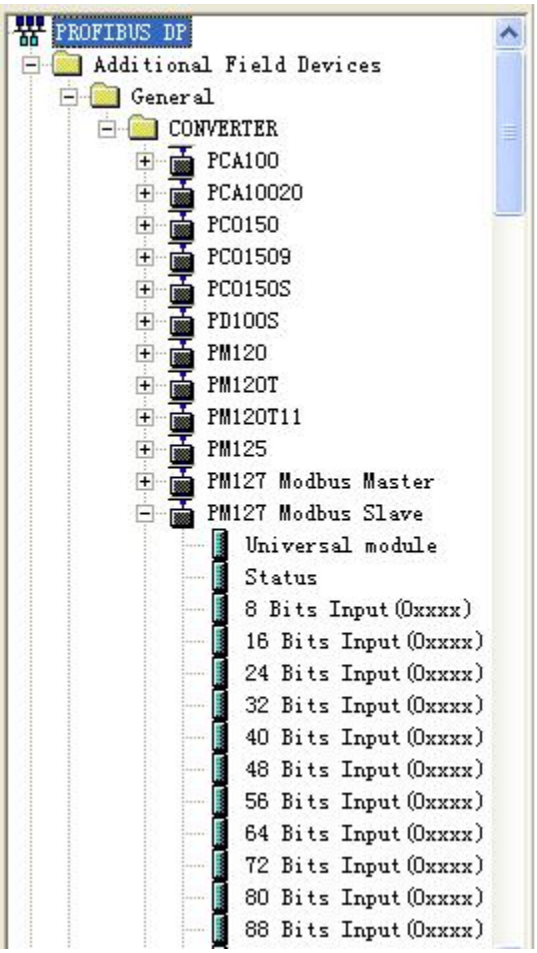

图 8
3. 在菜单栏中选择 Options->Update Catalog, 在 Device 目录中更新所注册的设备， 您可以在右侧窗口/Profibus DP/Additional Field Devices/Converter/找到您注册的设备，，如图 8 所示：